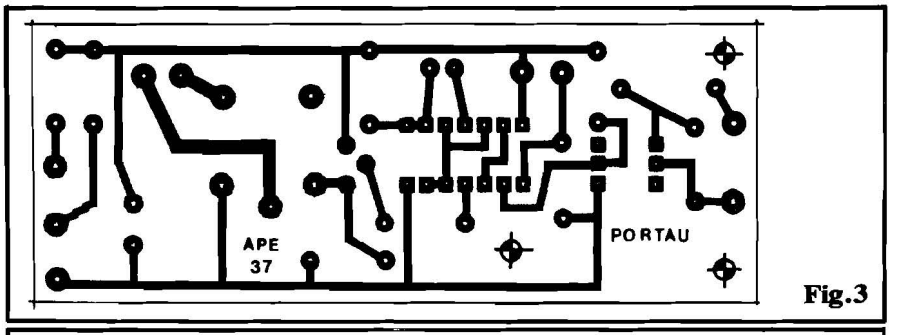

Fig.3
- **FIG. 3** - LAY OUT DO CIRCUITO IMPRESSO - Em tamanho natural (escala 1:1), o padrão cobreado da placa é visto na figura, em todos os detalhes de ilhas e pistas... Basta ao Leitor/Hobbysta reproduzir cuidadosamente o **lay out** e providenciar a confecção da sua placa, observando, contudo, todos os preceitos e cuidados exaustivamente mencionados em APE... O desenho não é complexo, nem muito "apertado", facilitando as "coisas" mesmo para os que ainda não têm muita prática no "ramo"... Os pontos que merecem mais cuidado referem-se aos conjuntos de ilhas para os pinos do 4001B e para o TIL111, cujas distâncias "entre pernas" são pequenas, induzindo a erros ou "curtos" por eventuais falhas na corrosão da película cobreada... Terminada a confecção da placa, esta deverá ser muito bem conferida, sanando-se eventuais defeitos **antes** de se começar as soldagens...